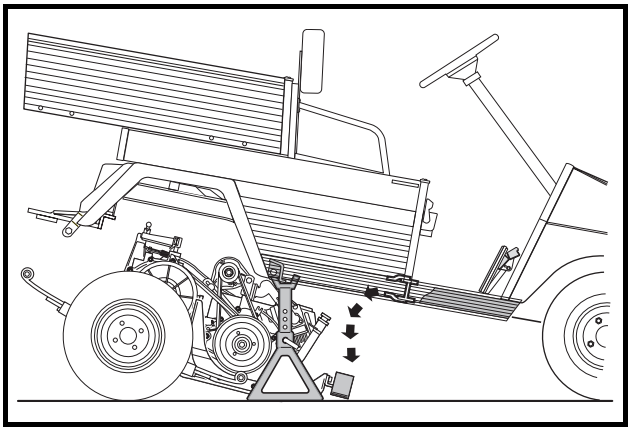

Figure 16-26 Snubber
14. Carefully lift the snubber out of the snubber bracket in the vehicle frame and lower it to the floor **(Figure 16-26, Page 16-12)**. The powertrain should be completely disconnected from the vehicle and resting on the floor.